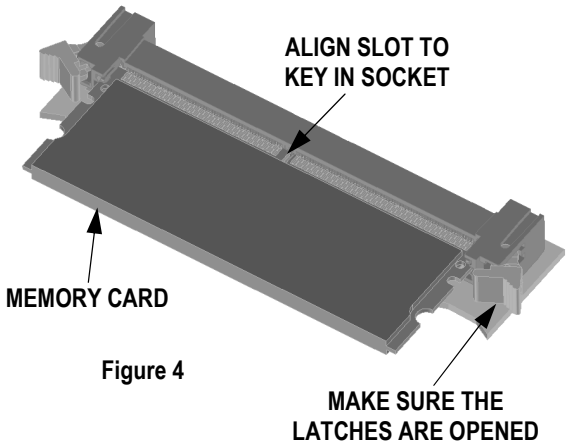

Figure 4
2. By hand, start the memory card into the guide slots of the socket. Make sure the slot in the card aligns to the key in the socket. See Figure 4.